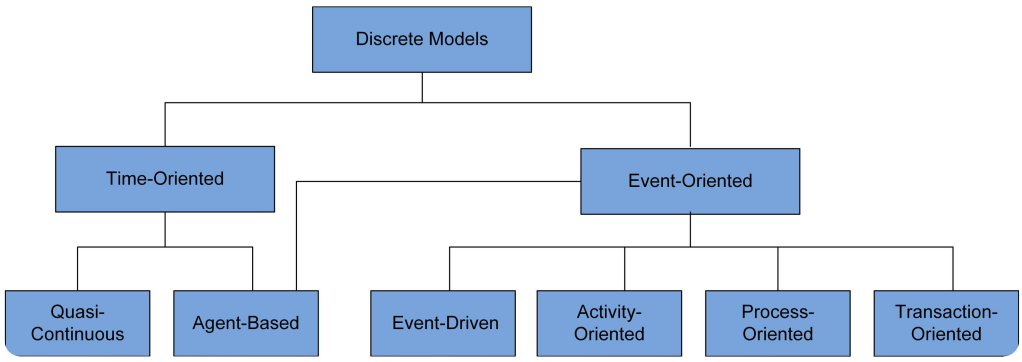

*Figure 4*: Classification of discrete models
Discrete models are an essential method for simulating and analysing complex systems. **Figure 4** illustrates the basic subdivision of discrete models into two main categories: time-oriented and event-oriented models (Arnold, Isermann, Kuhn, Tempelmeier, 2004). Time-orientated and event-orientated models can be further subdivided. This distinction is based on the way in which state changes are described in the model.
*Time-orientated and event-orientated models can be further subdivided* (see **Figure 4**)